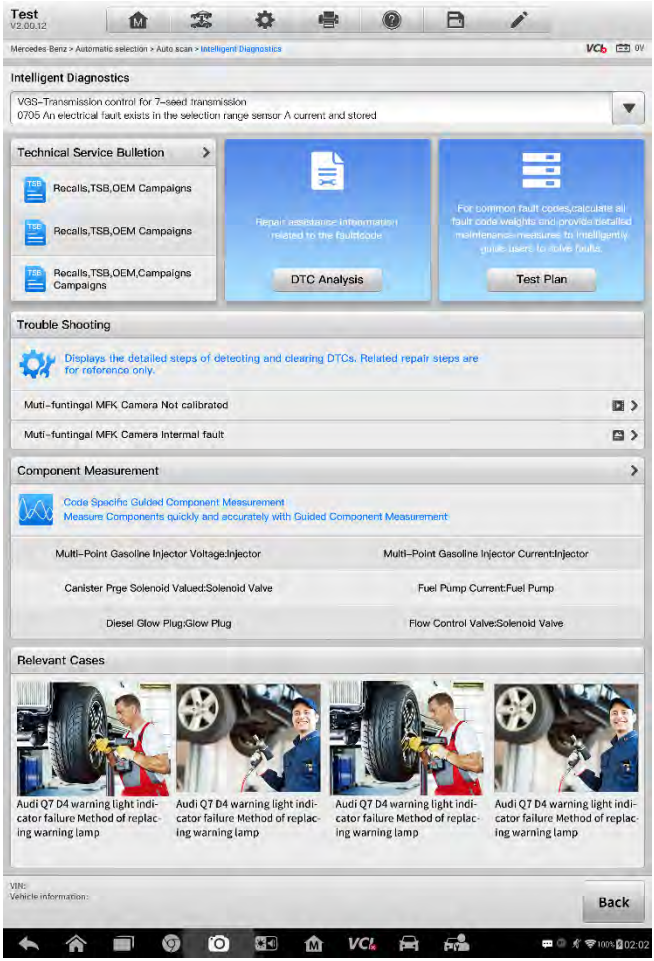

**Figure 5-4** ***DTC Guide***
3. Tap the **DTC guide** button to the right of a DTC to view the corresponding DTC guide, as shown in Figure 5-4.